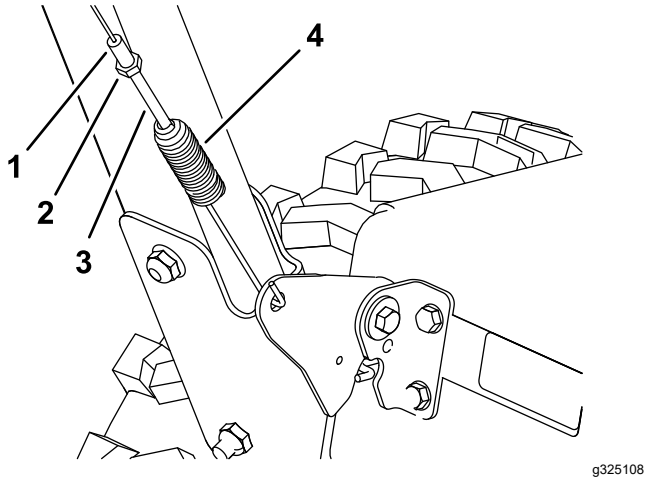
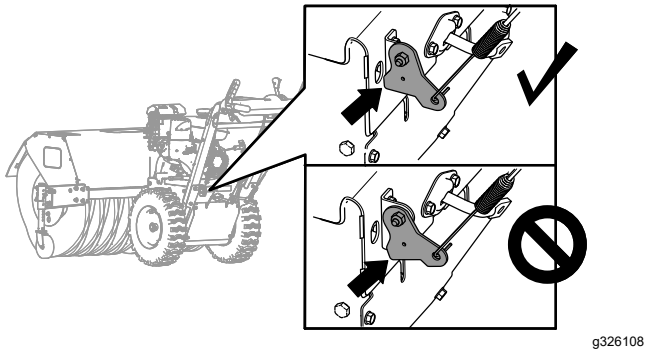

**Figur 34**
**Figur 35**
1. Løsn kontramøtrikken (Figur 34).
2. Roter fjederspændingsjustering, indtil kablet er spændt (Figur 34), og den nederste del af beslaget berører maskinens topplade (Figur 35).
3. Spænd kontramøtrikken (Figur 34).